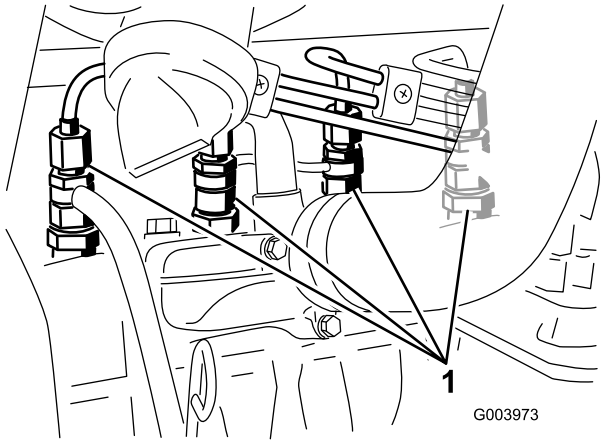

Figura 49
1. Allentate il raccordo dell'ugello n. 1 ed il gruppo portaugelli (Figura 49).